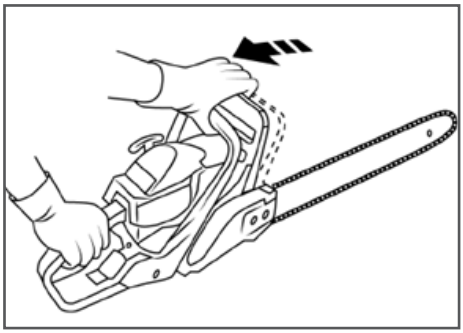

Рис. 2 Отключение тормоза
1. Перед установкой шины и цепи убедитесь в том, что тормоз цепи находится в расторможенном положении. Для этого ручку тормоза (Рис. 2) потяните на себя до щелчка.